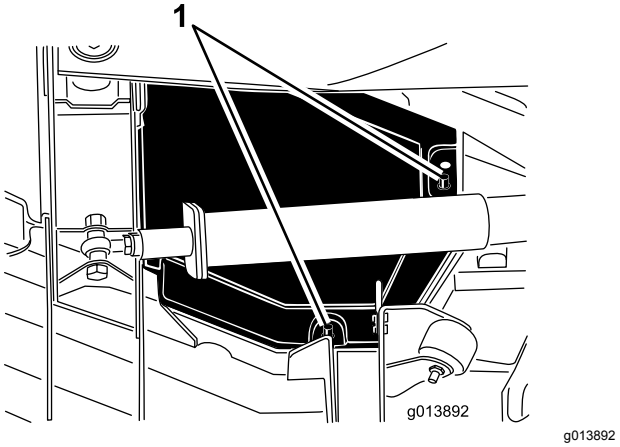

Figur 83
4. Lyft de bakre och inre kanterna på skyddet från monteringsstolparna (Figur 83).